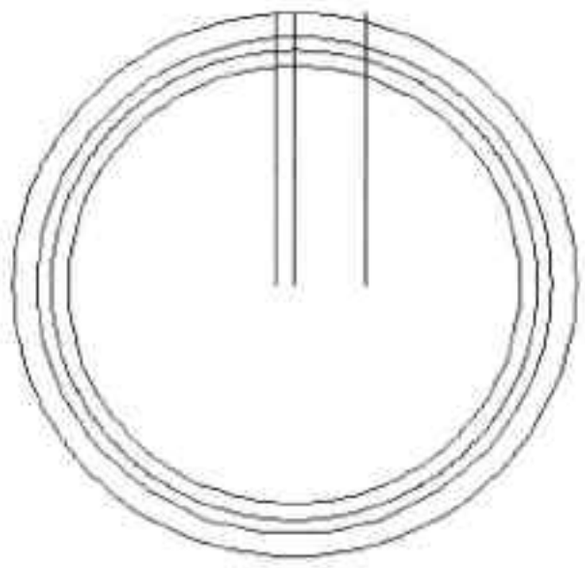

图12-42 偏移辅助线
Step05 执行“偏移”命令，将该垂直辅助线向左偏移 5mm，然后再将该辅助线向右偏移 20mm，如图 12-42 所示。